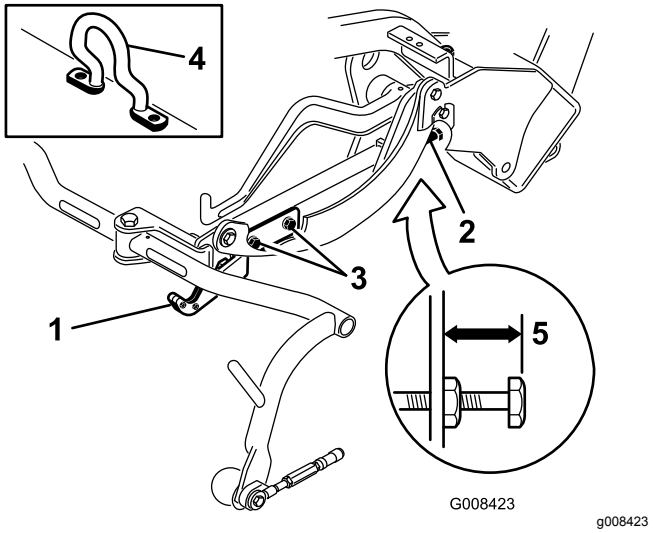
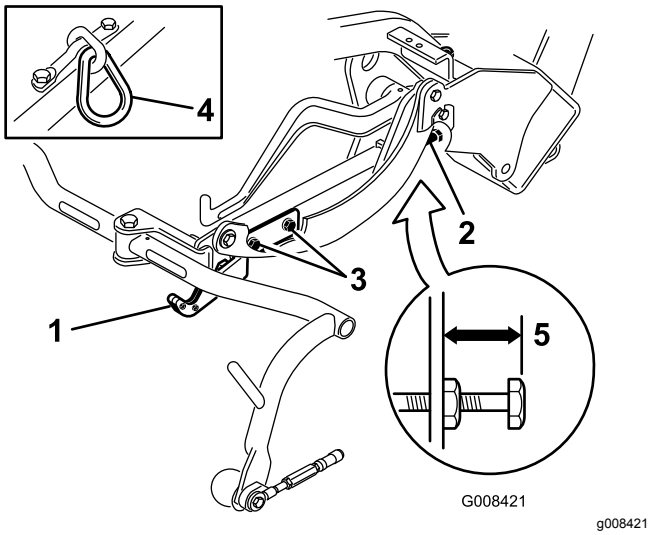
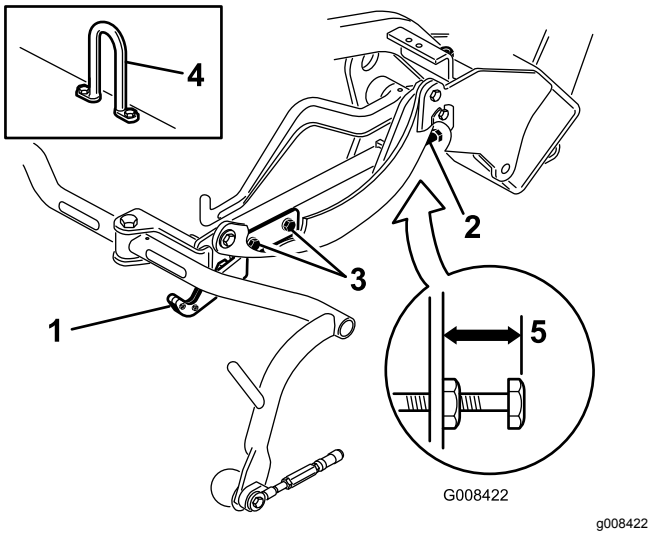

Figuur 13
Figuur 14
Figuur 15
Controleer de transporthoogte (Figuur 14 en Figuur 15) en pas deze indien nodig aan.
2. Controleer bij maaidekken die zijn uitgerust met een excentrieke hefhaak (Figuur 13, inzet) of de afstand vanaf de bovenzijde van de stelschroef op het draagframe tot de achterzijde van het draagframe 25 mm bedraagt. Als deze afstand niet 25 mm bedraagt, ga dan verder met stap 4.
3. Controleer bij maaidekken die zijn uitgerust met een kettingschakel of een rechte hefhaak (Figuur 14 en Figuur 15, inzet) of de afstand vanaf de bovenzijde van de stelschroef op het draagframe tot de achterzijde van het draagframe 22 mm bedraagt. Als deze afstand niet 22 mm bedraagt, ga dan verder met stap 4. Als het maaidek is uitgerust met een excentrieke hefhaak (Figuur 13), ga dan verder met de volgende stap.
4. Draai de montageschroeven van de transportplaat los (Figuur 14, Figuur 15 en Figuur 13).
7. Als de draagframes zich niet op dezelfde hoogte bevinden, draait u de contramoer van de stelschroef op het draagframe los (Figuur 13, Figuur 14 en Figuur 15). Draai de schroef naar buiten om het frame omhoog te brengen en naar binnen om het frame omlaag te brengen. Draai de contramoer vast als u de juiste hoogte hebt verkregen.